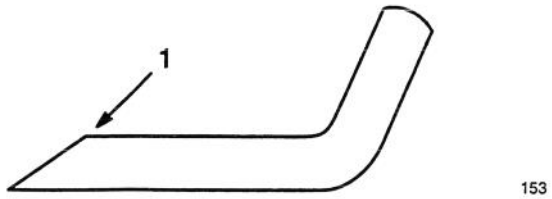

Abbildung 21
6. SCHÄRFEN DES SCHNITTMESSERS—Mit einer Feile die Oberseite des Schnittmessers schärfen und den ursprünglichen Schnittwinkel beibehalten (Abb. 21). Das Schnittmesser bleibt im Gleichgewicht, wenn von beiden Schnittkanten die gleiche Materialmenge entfernt wird.